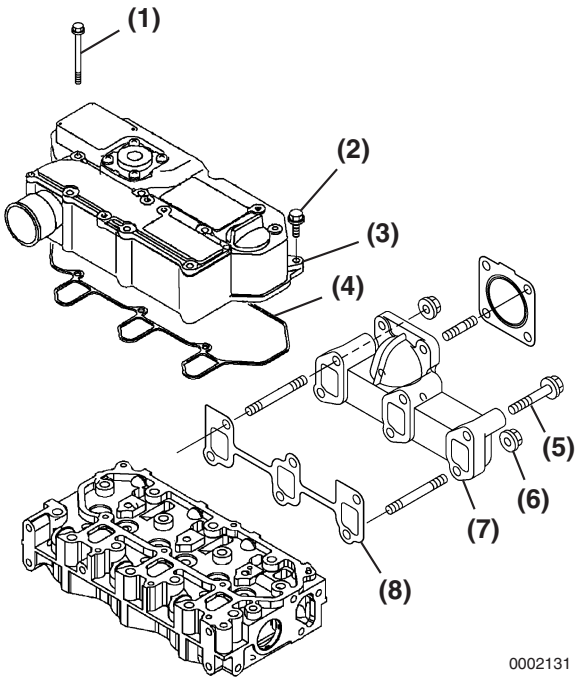

Figure 6-2
1. Remove the intake manifold bolts **(Figure 6-2, (1))** and valve cover bolts **(Figure 6-2, (2))**.
2. Remove the valve cover / intake manifold **(Figure 6-2, (3))**. Discard gasket **(Figure 6-2, (4))**.
3. Remove the exhaust manifold bolts **(Figure 6-2, (5))** and nuts **(Figure 6-2, (6))**. Remove the exhaust manifold **(Figure 6-2, (7))** and the exhaust manifold gasket **(Figure 6-2, (8))**.